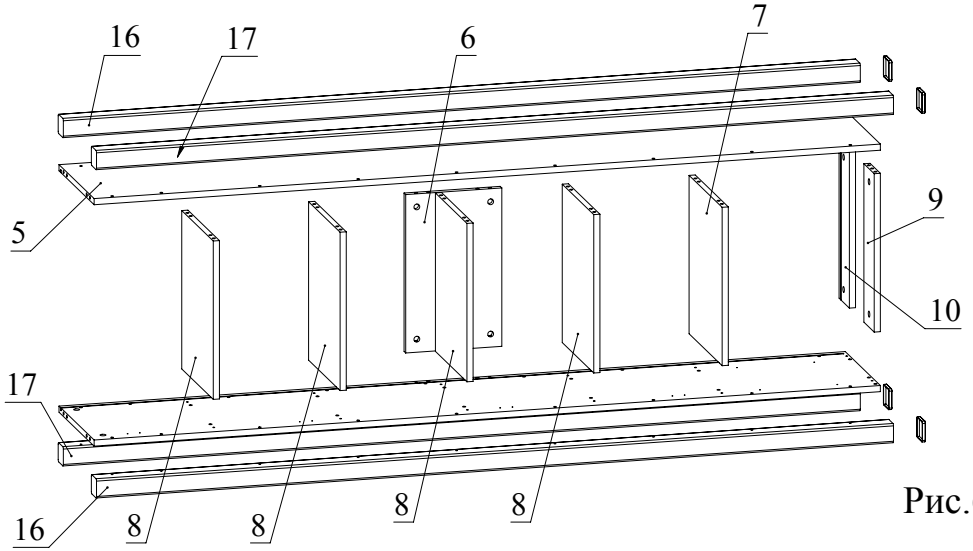

Рис.6
4. С помощью конфирматов прикрепить детали 16, 17 к деталям 4 и 5 согласно схемы (Рис. 6).
5. Установить детали 6, 7, 8, 9, 10 между деталями 4 и 5 и зафиксировать, повернув конфирматным ключом головки минификсов по часовой стрелке до упора (Рис. 6).
Установить накладки для профиль-ножек на детали 16 и 17 (Рис. 6).